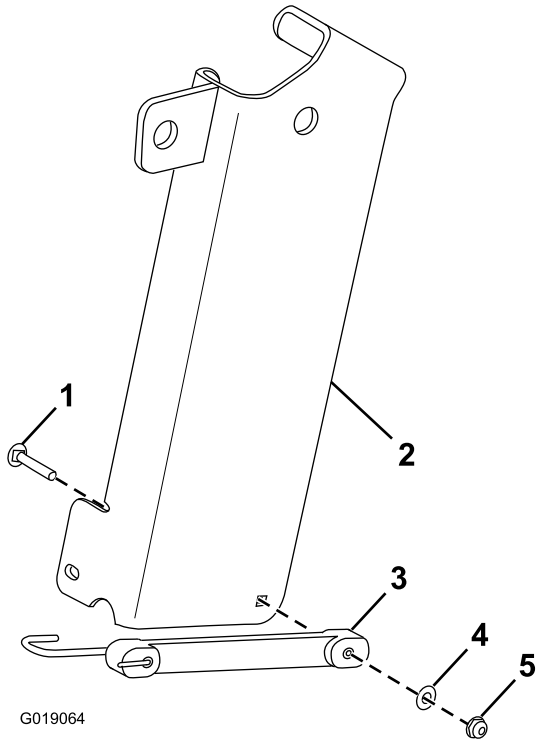

Figure 1
1. Fixez le sandow au support de rangement du cric à l'aide d'un boulon de carrossier, d'une rondelle plate et d'un écrou hex. à embase (Figure 1).